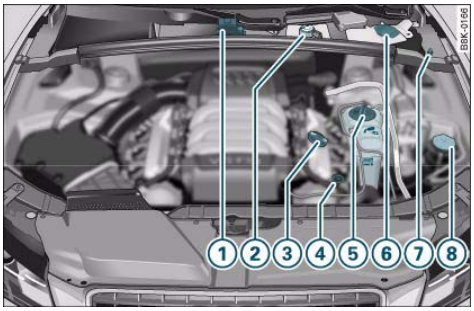

Fig. 223 Typical locations of fluid containers, engine oil dipstick and engine oil filler cap
The positions of the engine oil filler cap and the engine oil dipstick ⇒ *page 232,* fig. 223 (items ③ and ④) may be different on some engine versions. ■